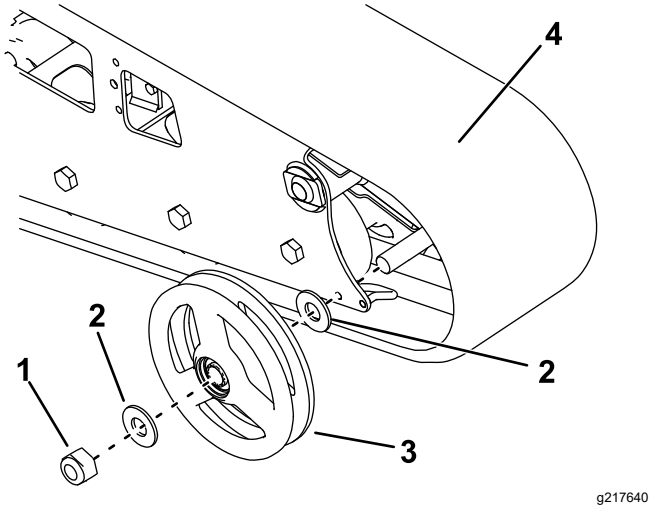

Figuur 66
7. Verwijder de moer waarmee het buitenste voorwiel is bevestigd en verwijder het wiel (Figuur 66).
8. Verwijder de rupsband (Figuur 66).
9. Trek de 2 grote ringen uit de buitenste wielen, 1 aan elke zijde van elk wiel (Figuur 66).
12. Plaats de nieuwe rupsband (Figuur 66).
13. Monteer het buitenste voorwiel en zet het vast met de moer die u eerder hebt verwijderd (Figuur 66).